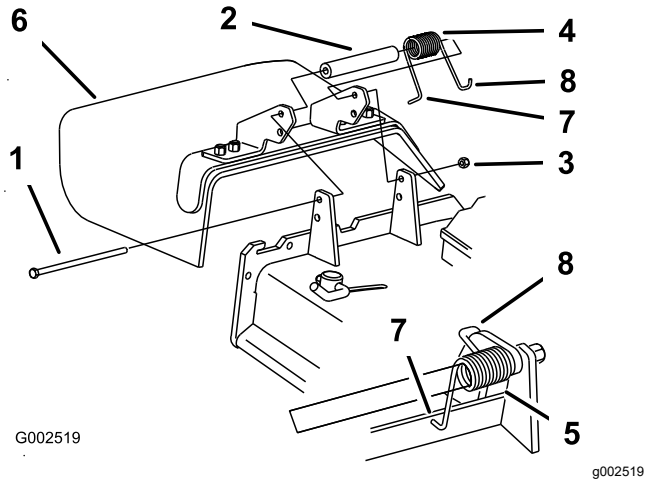

Figur 48
1. Fjern låsemøtrikken, bolten, fjederen og afstandsbøsningen, som fastholder græsdeflektoren til akselbeslagene (Figur 48).
Bemærk: Sørg for, at fjederens **L**-formede ende monteres bag skjoldets kant, før bolten monteres som vist i Figur 48
5. Placer fjederens **J**-formede ende omkring græsdeflektoren (Figur 48).